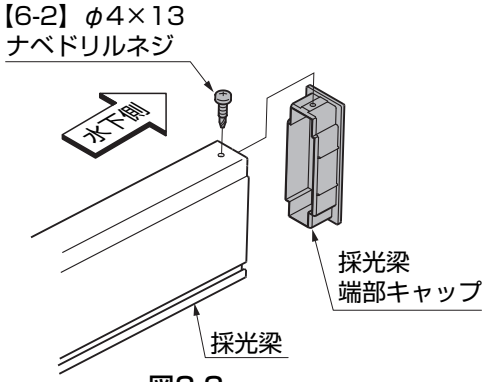

図3-3
①採光梁端部キャップを採光梁の水下側に【6-2】で取付けてください。(図3-3参照)